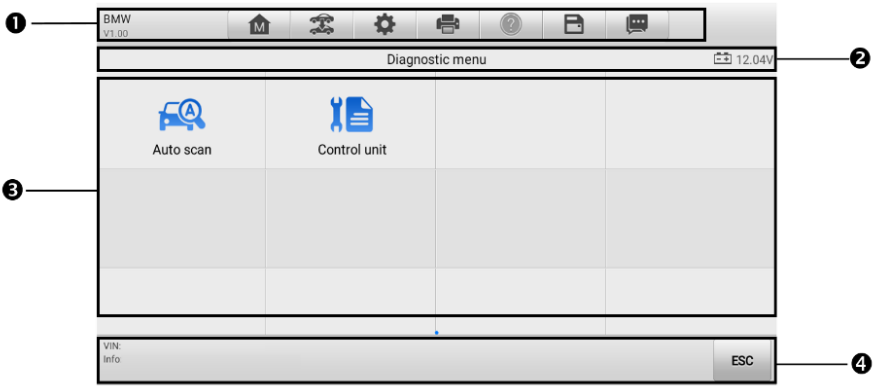

Figure 4-4 ***Diagnostic Menu Screen***
3. Select **Auto Detect**. The tablet starts VIN scanning on the vehicle's ECU. Once the test vehicle is successfully identified, the system will guide you to the vehicle Diagnostics Menu screen. See *Figure 4-4 Diagnostic Menu Screen*.